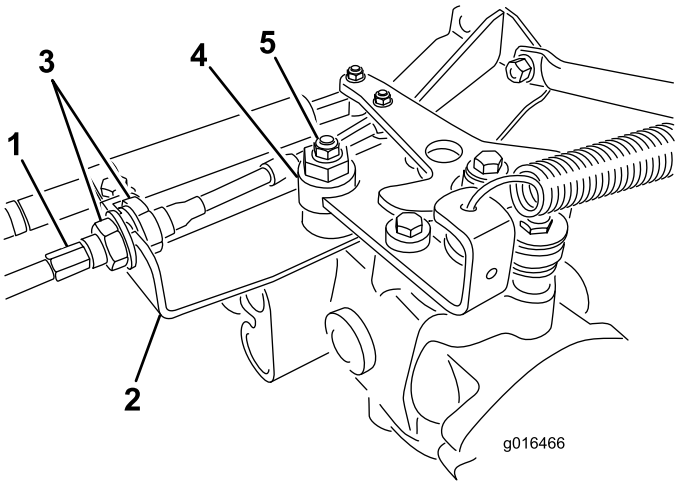

Figur 42
A. Løsn begge kontramøtrikkerne, der fastgør traktionskontrolkablet til kantpladen på hydrostaten (Figur 42). Sørg for, at kontramøtrikkerne er løsnet lige meget og kan justeres tilstrækkeligt.
B. Løsn den bolt, der fastgør den excentriske bolt til den øverste del af hydrostaten (Figur 42).
tilspændes (Figur 42). Kontroller indstillingen med gashåndtaget i positionerne langsom og hurtig.
E. Låsemøtrikkerne skal tilspændes **lige meget** fra hver side af kantpladen for at fastgøre traktionskablet til kantpladen (Figur 42). Vrid ikke kablet.